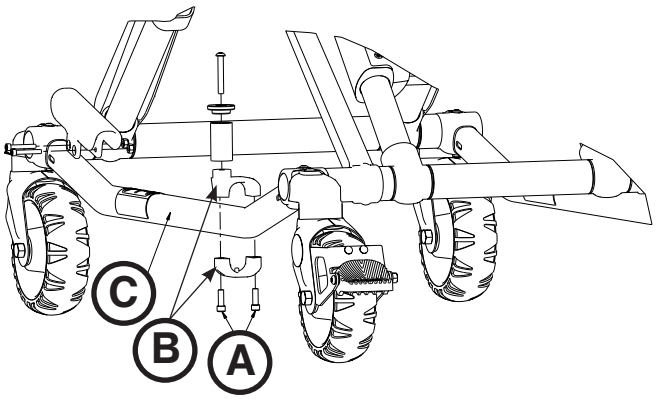

Figur 71
1. Fjern med en T30 Torx-skruetrækker de to sokkelhovedskruer (A), som fastgør beslagene (B) til bundrammen (C) (Figur 71). Gem begge skruerne til senere genmontering.